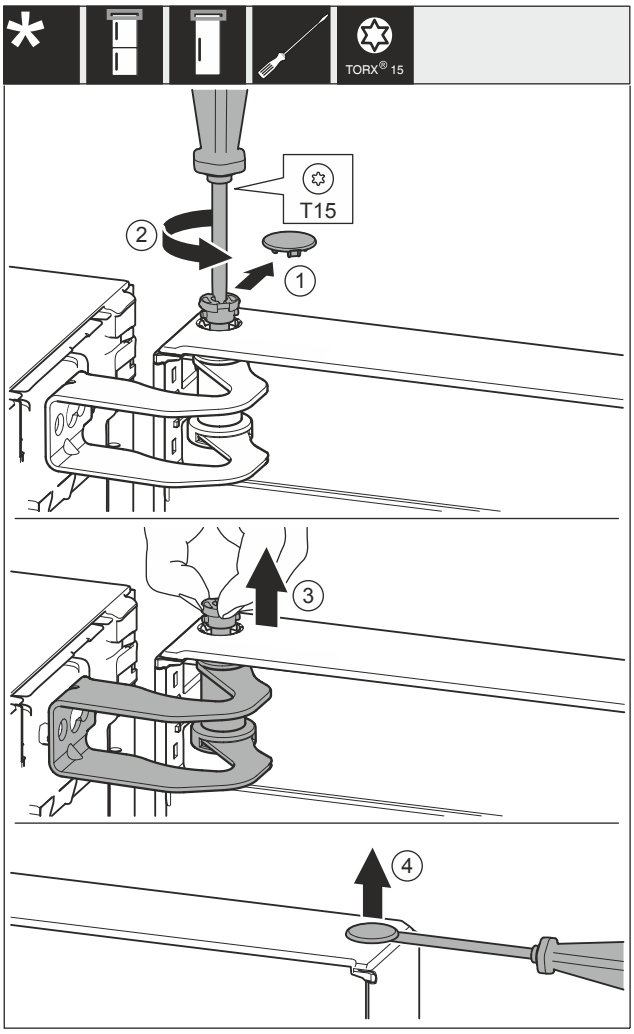

Fig. 13
▶ Îndepărtați capacul *Fig. 13 (1)* cu precauție.
▶ Extrageți puțin bolțul *Fig. 13 (2)* prin rotire cu șurubelnița.
▶ Extrageți bolțul *Fig. 13 (3)* cu degetele.
▶ Ridicați capacul *Fig. 13 (4)* cu precauție cu o șurubelniță și îndepărtați-l.